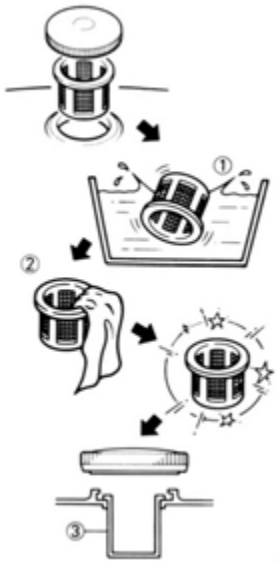

Рисунок 22
2. Промойте фильтр растворителем (1) и установите на место (3) – (рис. 22).